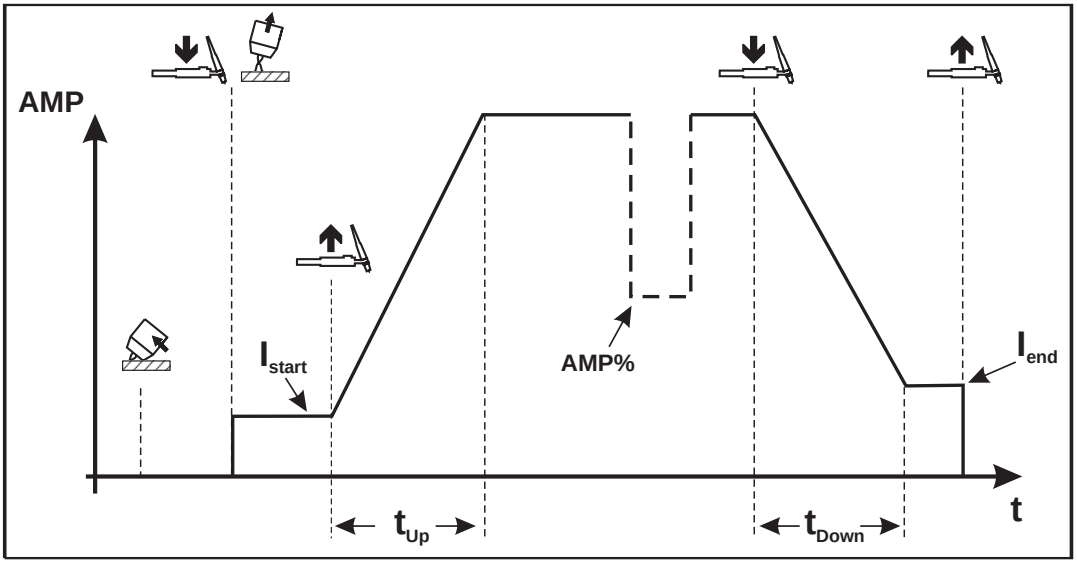

**Рис. 3/5. Циклограмма 4-тактного режима сварки ВИГ**
**Провести сварку (см. также рис. 3/3)**
- Осторожно прикоснуться концом вольфрамового электрода к свариваемому изделию (рис. 3/3, b).
- Приподнять горелку и повернуть ее в нормальное положение ➔ зажигается дуга (рис. 3/3, c).